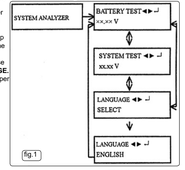

fig.1
5.2.1. **System Analyser** will display initially and then automatically switch to **Battery Test**. (fig.1)
5.2.2. Use the **<** (forward) and **>** (back) buttons to cycle between **System Test**, **Language Select**, and **Battery Test**. (fig.1)